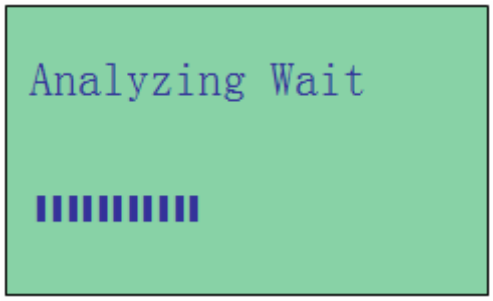

Figure 13
11. Once the CCA rating of the battery is confirmed, press ENTER key will start the testing process. Refer to the display below (Fig. 13).